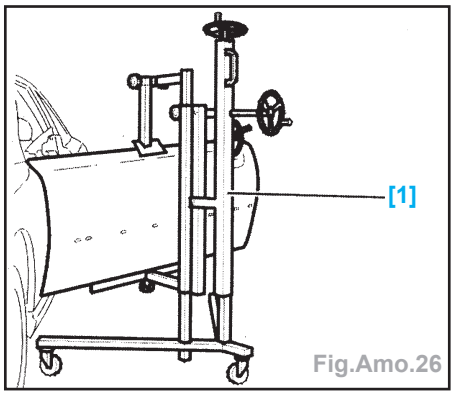

Fig.Amo.26
- Mettre en place le support de porte [1] (Fig.Amo.26).